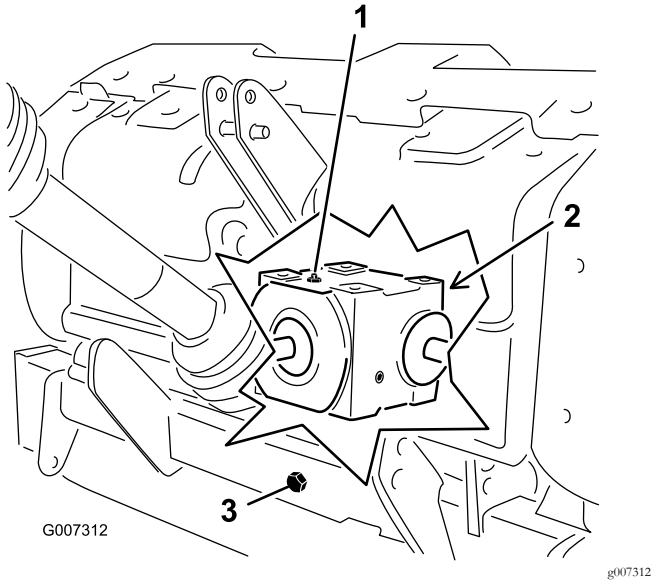

**Figuur 31**
2. Verwijder de controleplug van de tandwielkast (Figuur 31).
3. Controleer of het oliepeil tot aan de onderzijde van de controleplug-opening in de tandwielkast staat (Figuur 31).
1. Verwijder vuil van de vulplug en de aftapplug om verontreiniging te voorkomen (Figuur 31).